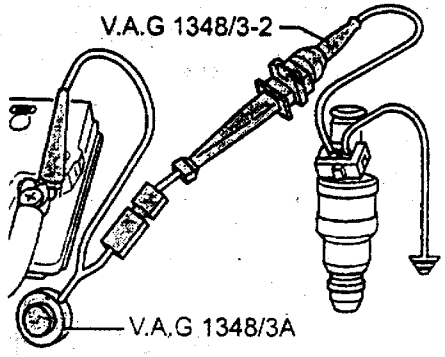

图 2－32
④检查喷油量：将需要检查的喷嘴插入检查喷油量的检查仪 V.A.G1602 的测试量杯中。如图 2－32 所示，再将喷嘴的一个触点用辅助导线 V.A.G1594 与发动机接地相连接，喷嘴的另一个触点借助辅助导线与连接电线 V.A.G1348/3－2 和遥控器 V.A.G1348/3A 相连接，遥控器 V.A.G1348/3A 的另一端接线夹在蓄电池的“＋”端上。